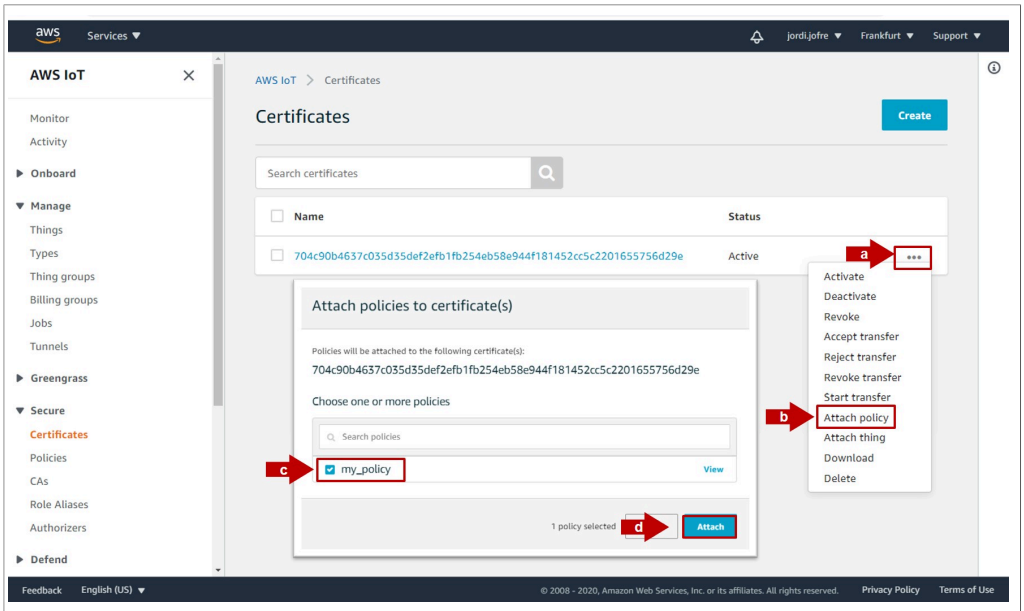

Figure 36. Attach a policy to your device certificate
2. Attach your policy to the certificate as shown in Figure 36.